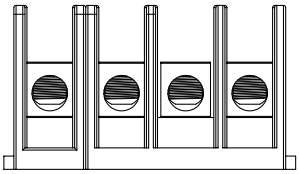

Рис. 5.10 Подключение кабеля перем. тока
2) Подключите кабель через распределительную коробку с водонепроницаемой оболочкой и вставьте в зажим (на рисунке 5.9 изображен способ подключения трехфазных линий к распределительной коробке; кабель заземления присоединяется к корпусу инвертора), и используйте отвертку, чтобы прижать жгут проводов к соединительному зажиму, как изображено на рис. 5.10.